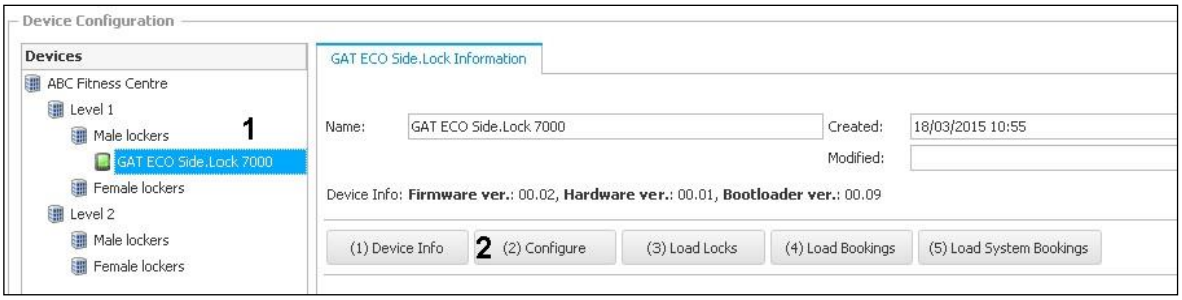

***Figure 5.4** – GAT Config Manager – View configuration settings*
► Select the GAT ECO.Side Lock 7000 BA from the “Devices” directory (1 in Figure 5.4), which is displayed here as “GAT ECO.Side Lock 7000”.
► Click on the “(2) Configure” button (2 in Figure 5.4).